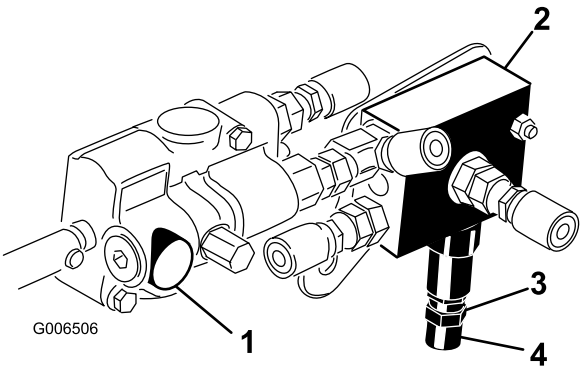

Figur 13
3. Løsn kontramøtrikken nederst på kontravægtsventilen (Figur 13). Ventilen er placeret på højre side af maskinen.